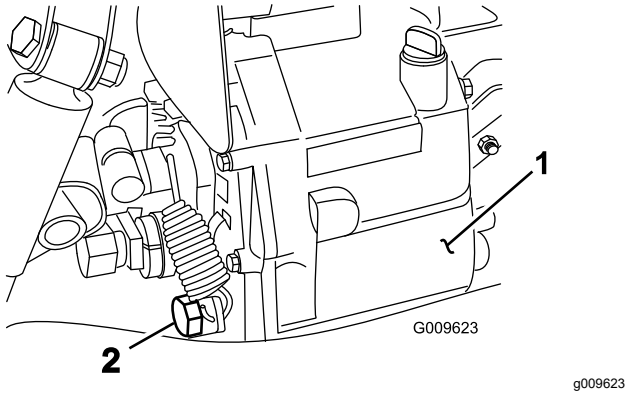

Figur 69
4. Fjern aftapningsproppen fra siden af beholderen, og lad hydraulikvæsken løbe ud i en drænbakke (Figur 69).